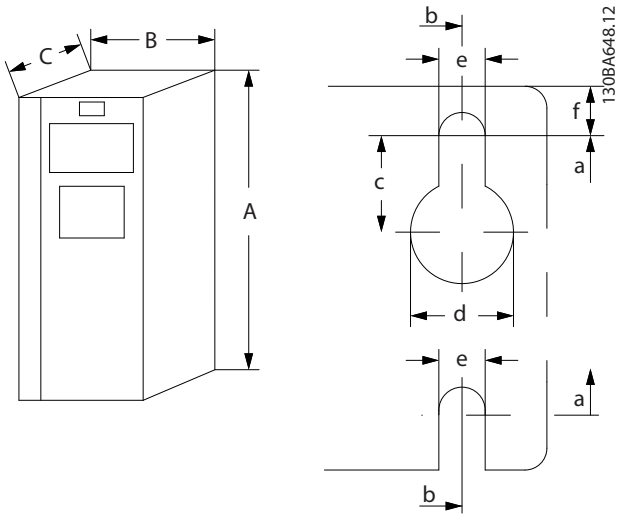
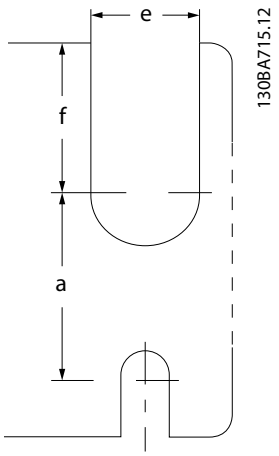

图 8.2 顶部和底部安装孔（请参阅*章 8.9 额定功率、重量和尺寸*）
图 8.3 顶部和底部安装孔（B4、C3、和 C4）
| 1) 有关顶部和底部安装孔，请参阅*图 8.2* 和*图 8.3*。 | | | | | | |
| 1) 有关顶部和底部安装孔，请参阅*图 8.2* 和*图 8.3*。 | | | | | |
1) 有关顶部和底部安装孔，请参阅*图 8.2* 和*图 8.3*。